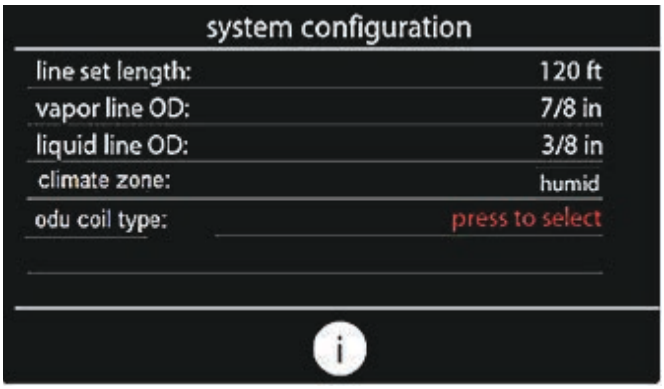
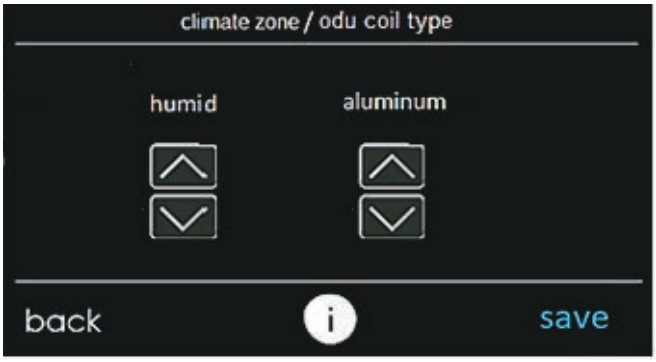
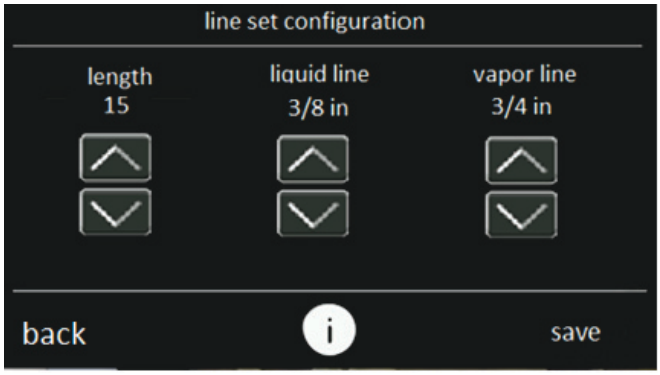

Fig. 8 – System Configuration Screen
Fig. 9 – Select Environment and Material
Fig. 10 – Select Lineset
3. The Ion™ Black System Control will proceed through a series of setup screens. Follow these setup screens to correctly configure the indoor unit, lineset configuration, climate zone, and outdoor unit coil material (Fig. 8). Selecting a line in the system configuration screen will take the user to the respective selection screen for the line item (Fig. 9 and Fig. 10). "Press to select" in red letters indicates the line must be pressed and the ODU material type chosen before learning can continue.